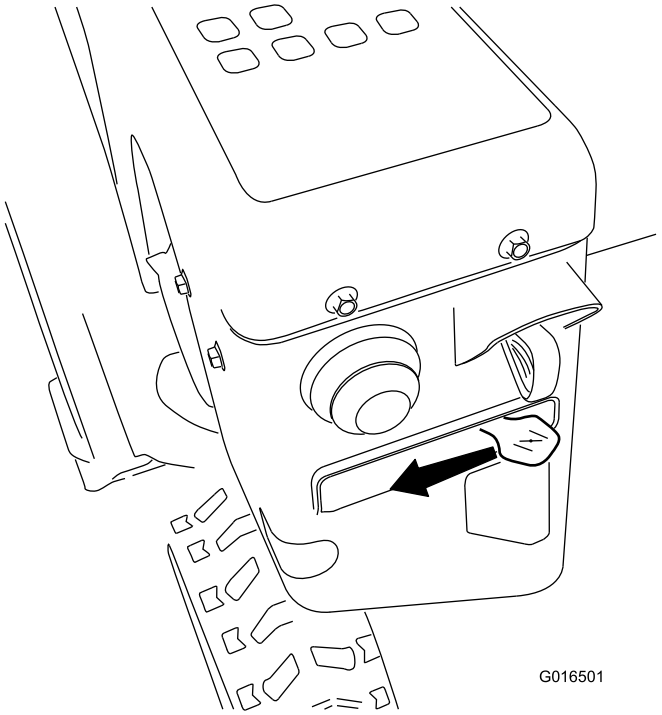

Figur 28
5. För choken till chokeläget (Figur 28).